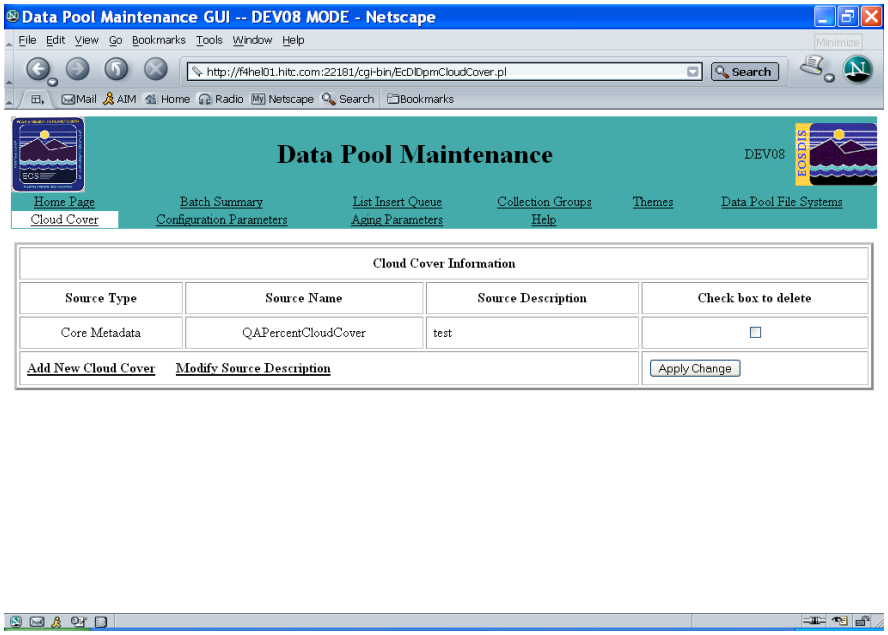
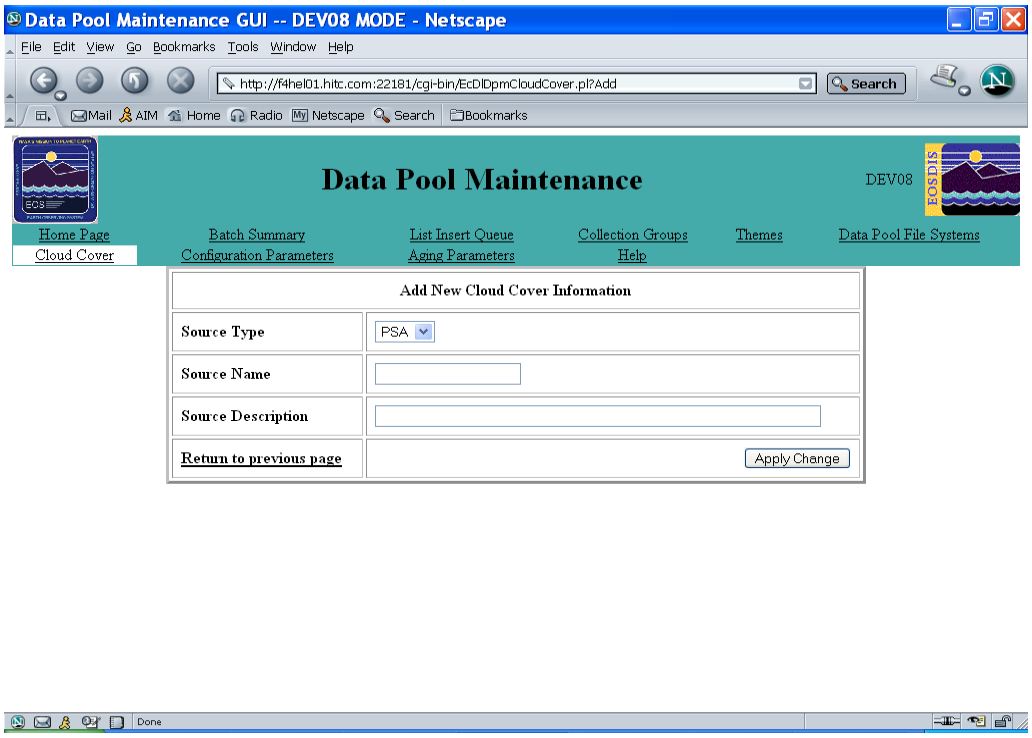
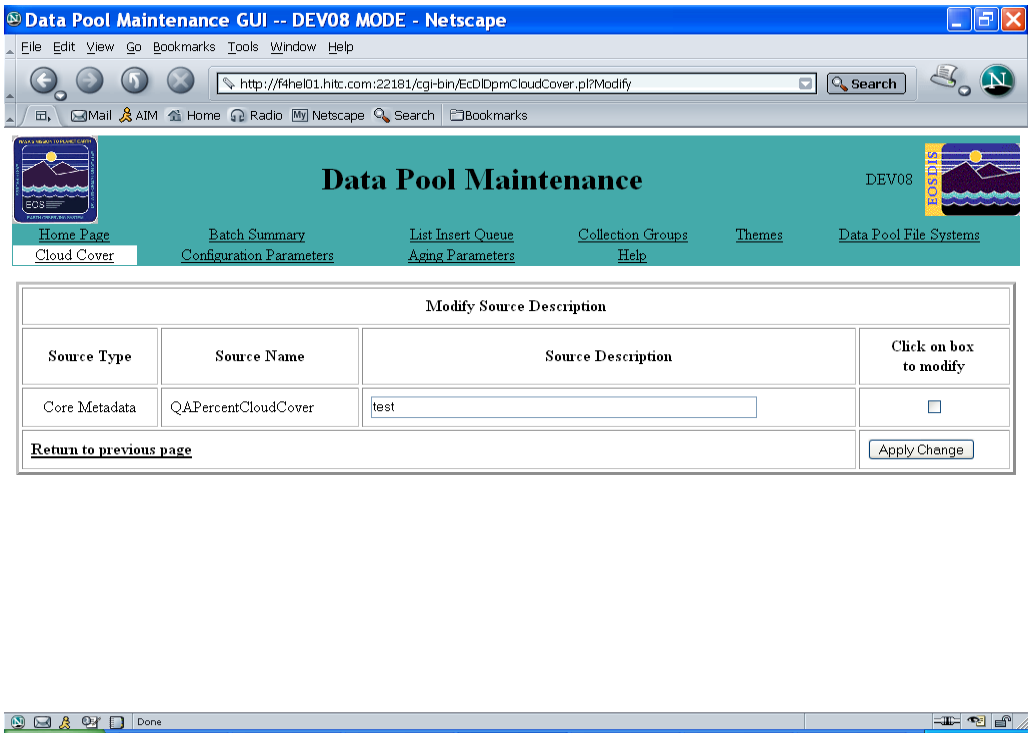

Figure 14.10-7. Cloud Cover Information Page
Figure 14.10-8. Add New Cloud Cover Information Page
Figure 14.10-9. Modify Source Description Page
Both full-capability and limited-capability operators can view existing cloud cover information in the Data Pool database by clicking on the **Cloud Cover** link shown in Figure 14.10-2. The link takes the operator to the **Cloud Cover Information** page shown in Figure 14.10-7. The page displays the information concerning the sources of cloud cover; i.e., the **Source Type**, **Source Name**, and **Source Description**.
- The **Cloud Cover Information** page is displayed (see Figure 14.10-7).
The full-capability operator can add a new cloud cover source by clicking on the **Add New Cloud Cover** link shown in Figure 14.10-7. The link takes the operator to the **Add New Cloud Cover Information** page shown in Figure 14.10-8. After selecting the Source Type from an option list and entering the Source Name and Source Description, the operator clicks on the **Apply Change** button. All Source Names are validated against the Inventory database. The new cloud cover source is added to the Data Pool database and the **Cloud Cover Information** page is refreshed.
- The **Add New Cloud Cover Information** page is displayed (see Figure 14.10-8).
The full-capability operator can modify an existing cloud cover Source Description by clicking on the **Modify Source Description** link shown in Figure 14.10-7. The link takes the operator to the **Modify Source Description** page shown in Figure 14.10-9. The operator can modify the Source Descriptions only. (To modify a Source Type or Source Name the operator must delete the applicable cloud cover information row and add a new one with the correct information.) After making desired changes, the operator clicks on the checkbox(es) adjacent to the source(s) to be modified and clicks on the **Apply Change** button. The changes are applied to the Data Pool database and the **Cloud Cover Information** page is refreshed.
- The **Modify Source Description** page is displayed (see Figure 14.10-9).